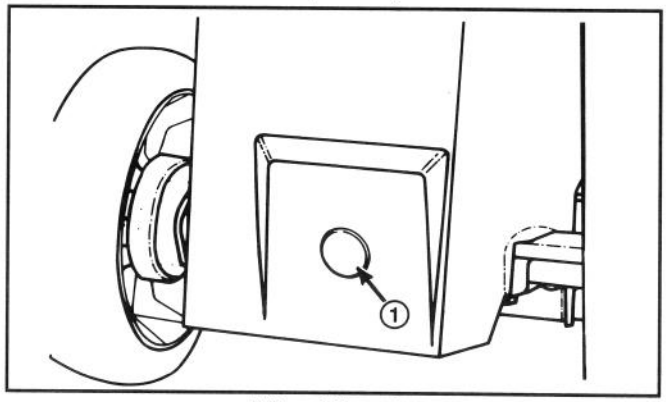

Afbeelding 27
3. Zet de maaier op de hoogste maaistand (E).
4. CONTROLEREN VAN HET TRANSMISSIE-OLIEPEIL—Verwijder de plastic dop van het vulpunt aan de achterkant van de maaier (Afb. 27).